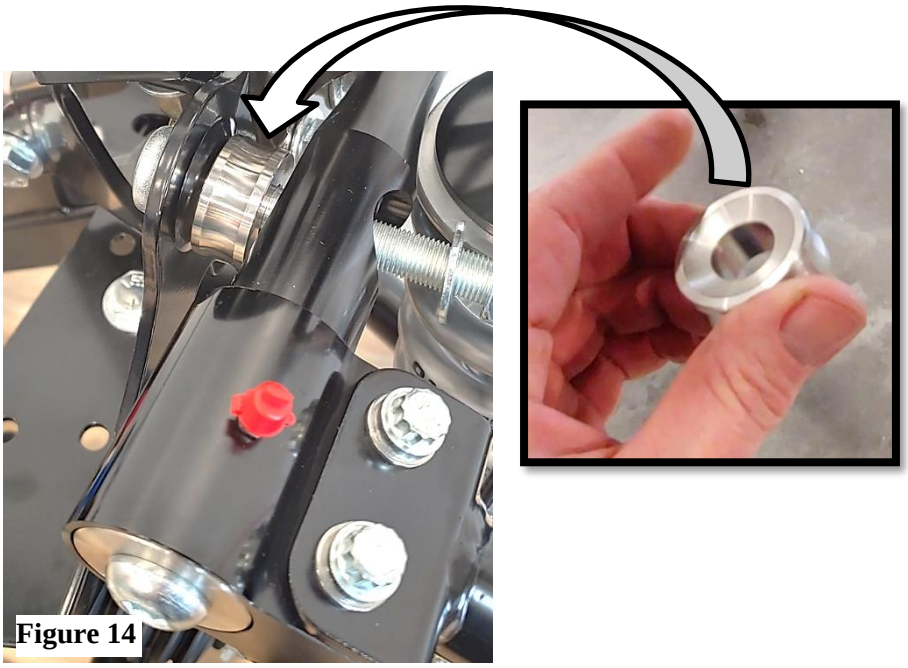

Figure 14
15. Install one stainless 1-3/8” O.D. x 5/8” I.D. spacer onto the upper control arm mounting stud with the beveled side facing the beveled side of the crossmember plate. **(Figure 14)**